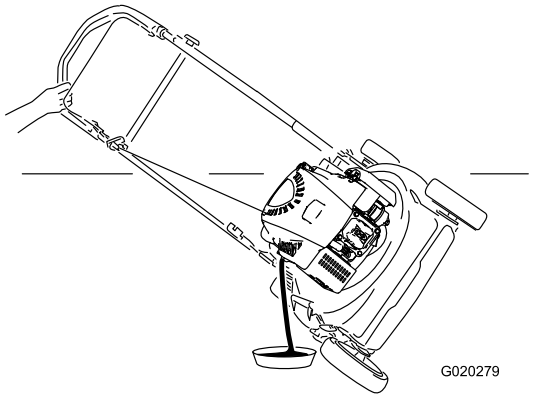

Figuur 29
5. Kantel de machine op de zijkant (met de peilstok omlaag) om de gebruikte olie via de vulbuis weg te laten lopen (Figuur 29).